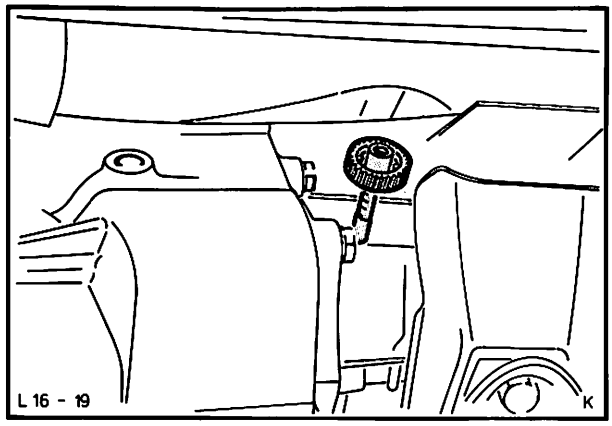

Abb. 26 Tachoantriebsritzel („B"-Getriebe)
4. Antriebsritzel ausbauen. Abb. 26/27.